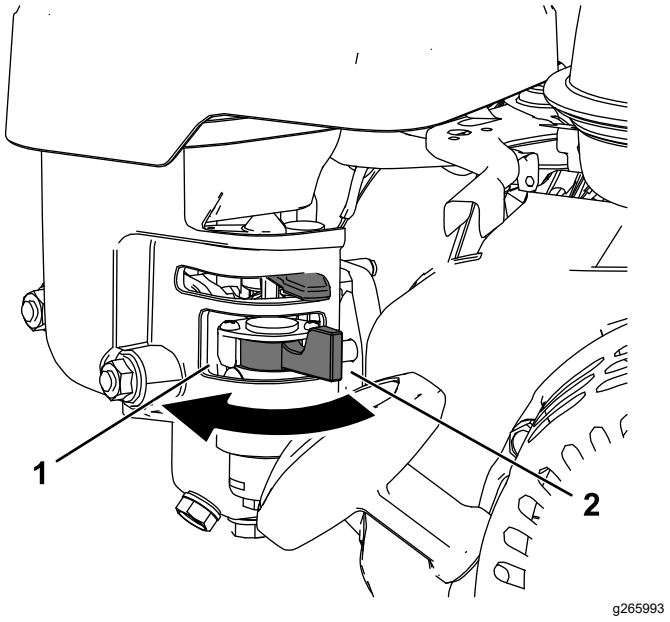

Figura 11
- Para abrir la válvula del combustible, gire la manivela de la válvula de cierre de combustible hacia el tirador del arrancador de retroceso (Figura 11)
- Para cerrar la válvula del combustible, gire la manivela de la válvula de cierre de combustible lejos del tirador del arrancador de retroceso (Figura 11)